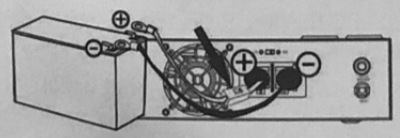

Fig. 2
The rating of the DC Breaker must be according to the inverter's battery current (75 Amp). Keep the DC breaker off. **(see Fig. 2)**
1) **Single battery connection(Refer to Fig. 2):** When using a single battery, its voltage must be equal to the Nominal DC Voltage of the unit **(see below Table 1).**